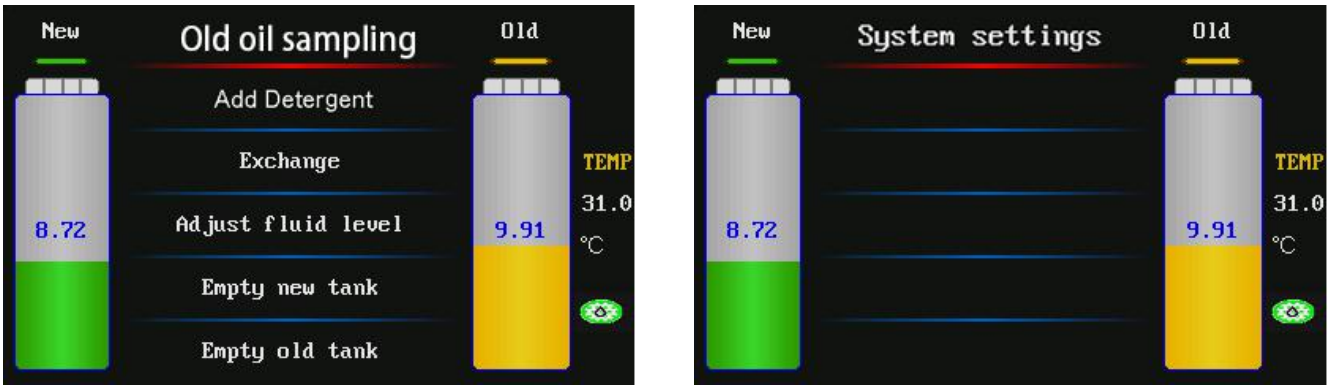

Fig.7
2. The main menu of display screen is as shown in Fig.7.
2) Connect the two hoses marked "TO TRANSMISSION" of CAT-601S to the disconnected two ends of the hoses of automatic transmission (no necessary to consider the direction of the fluid flow). Refer to Fig.7.